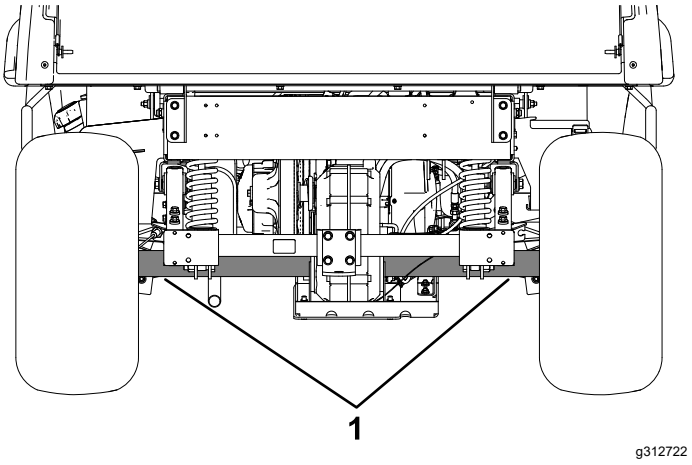

**Figur 20**
- Løftepunktet bagest på maskinen findes under akselrørene (Figur 20).